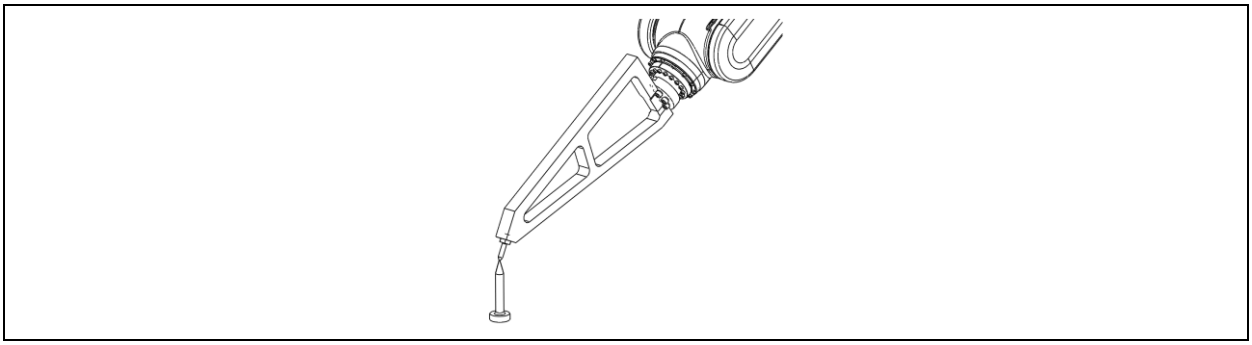

图6-13 校准 15 点
2. 按 6.3 机械零位校准方法，对齐各轴机械零位刻线，在新建的程序中示教零点 P0，安装校准所需末端尖点校准工装，按以下要求示教校准点,如图 6-13：（或联系本公司技术服务人员使用校准点程序）